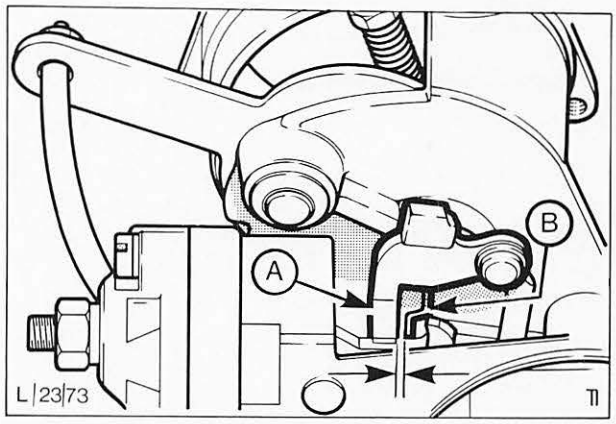

Abb. 161 Abstand – Dämpfungsfeder prüfen
c) Abstand zwischen der Dämpfungsfeder „B" und dem Zwischenhebel „A" (Abb. 161) mit einem Bohrer prüfen.